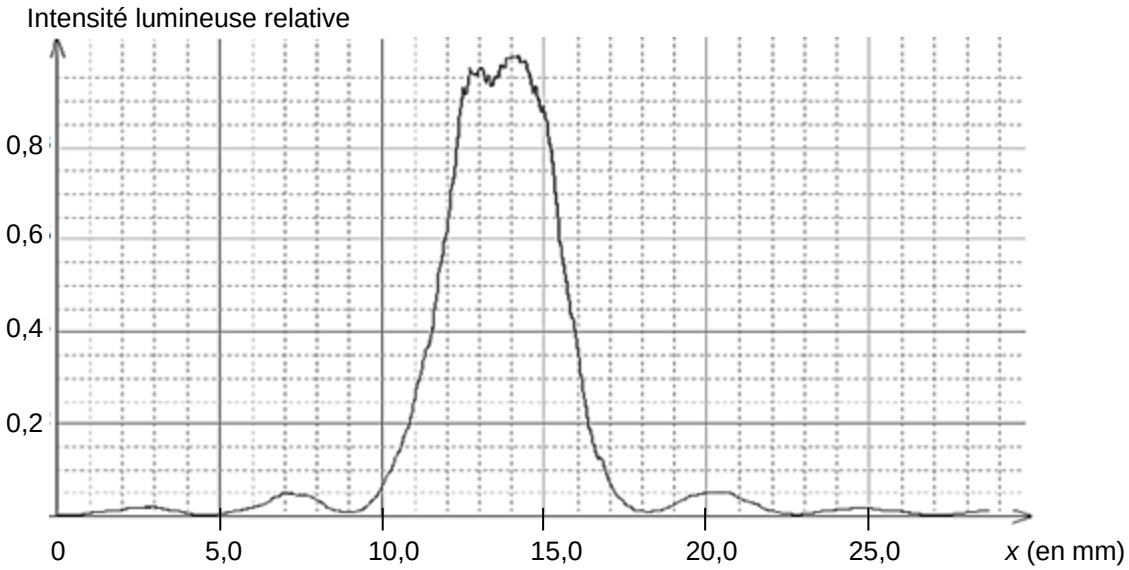

Figure 3. Intensité lumineuse relative en fonction de la position sur l'écran
Pour faire une mesure précise, on remplace l'écran par une caméra qui permet d'obtenir l'intensité lumineuse relative* en fonction de la position x, repérée selon l'axe indiqué sur la photo de la figure 2. L'origine x = 0 m est prise sur le bord du capteur de la caméra. On obtient alors la figure 3.
1.3. Déterminer la valeur de la longueur d'onde de la diode laser utilisée en exploitant la courbe obtenue sur la figure 3. La comparer à la valeur indiquée par le constructeur.